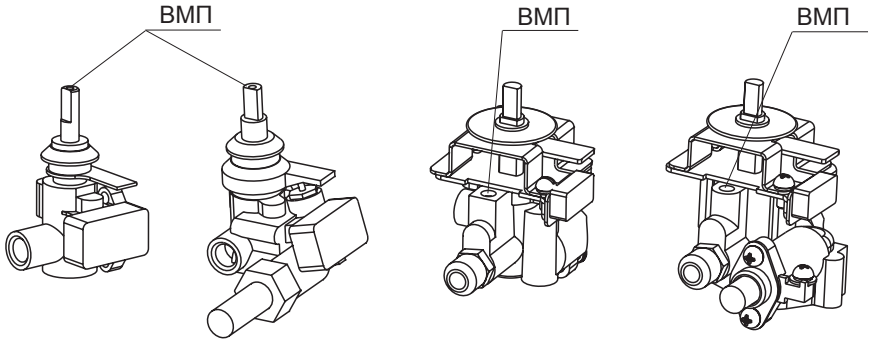

рис. 7
14.2. Настройка регулируемых ВМП горелок стола (рис. 7):